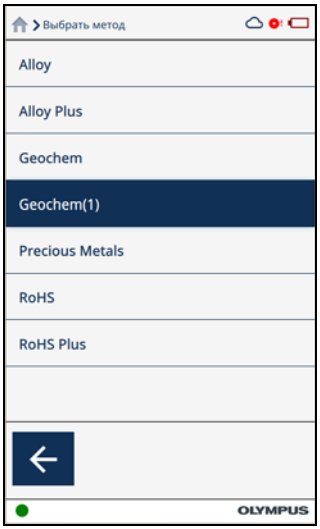

Рис. 2-1 Экран Выбрать метод
2. На экране **Выбрать метод** выберите метод (см. Рис. 2-1 на стр. 18).